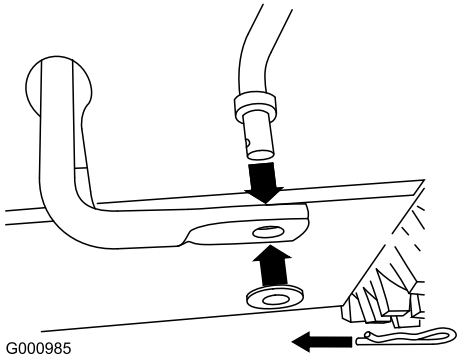

Figur 11
1. Fjern låseclipsen og skiven fra den nederste ende af hastighedskontrolstangen, og sæt den nederste ende af stangen ind i den nederste forbindelsesarm, således at hastighedskontrolstangens buede ende vender bagud (Figur 11).